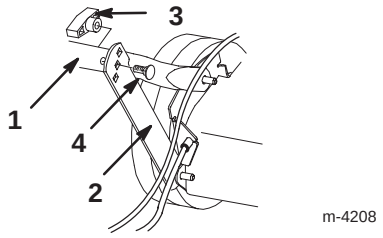

Abbildung 3
3. Den unteren Griffstangenteil nach hinten und die Haltebügel nach oben schwenken und die Bügel auf die Löcher in der Griffstange ausrichten (Abb. 3).
4. Die Griffstange mit den beiden flachen Schrauben und zwei Knöpfen an den Haltebügeln befestigen. Dabei die Höheneinstellöffnungen an den Bügeln verwenden, die am besten zur Größe der Bedienungsperson passen (Abb. 3).